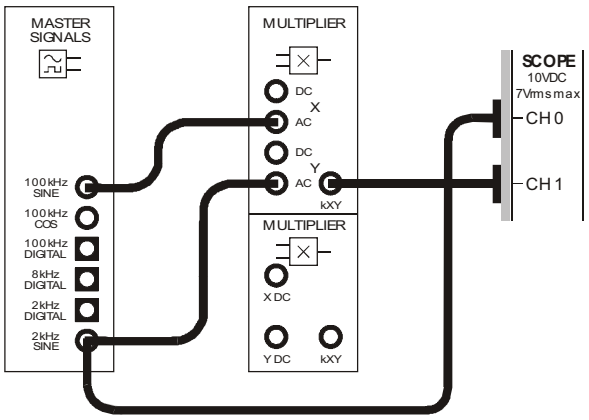
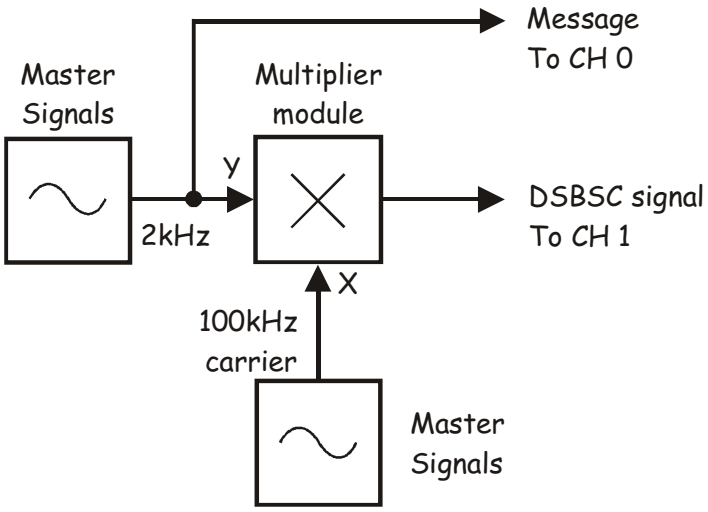

Figure 7
Figure 8
8. Connect the set-up shown in Figure 7 below.
The set-up in Figure 7 can be represented by the block diagram in Figure 8 below. It uses a 2kHz sinewave message to DSBSC modulate 100kHz sinewave carrier.